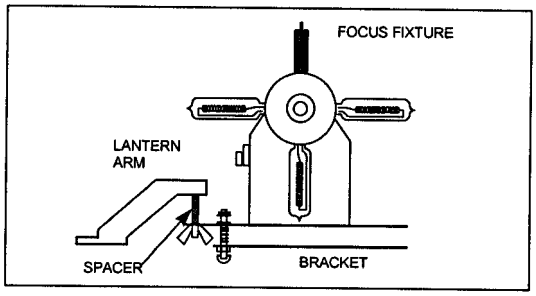

Figure 2-7
s. Install the lampchanger/flasher (if used) assembly onto the studs of the lantern arms, as shown in Figure 2-7. Tighten the wing nuts to secure.